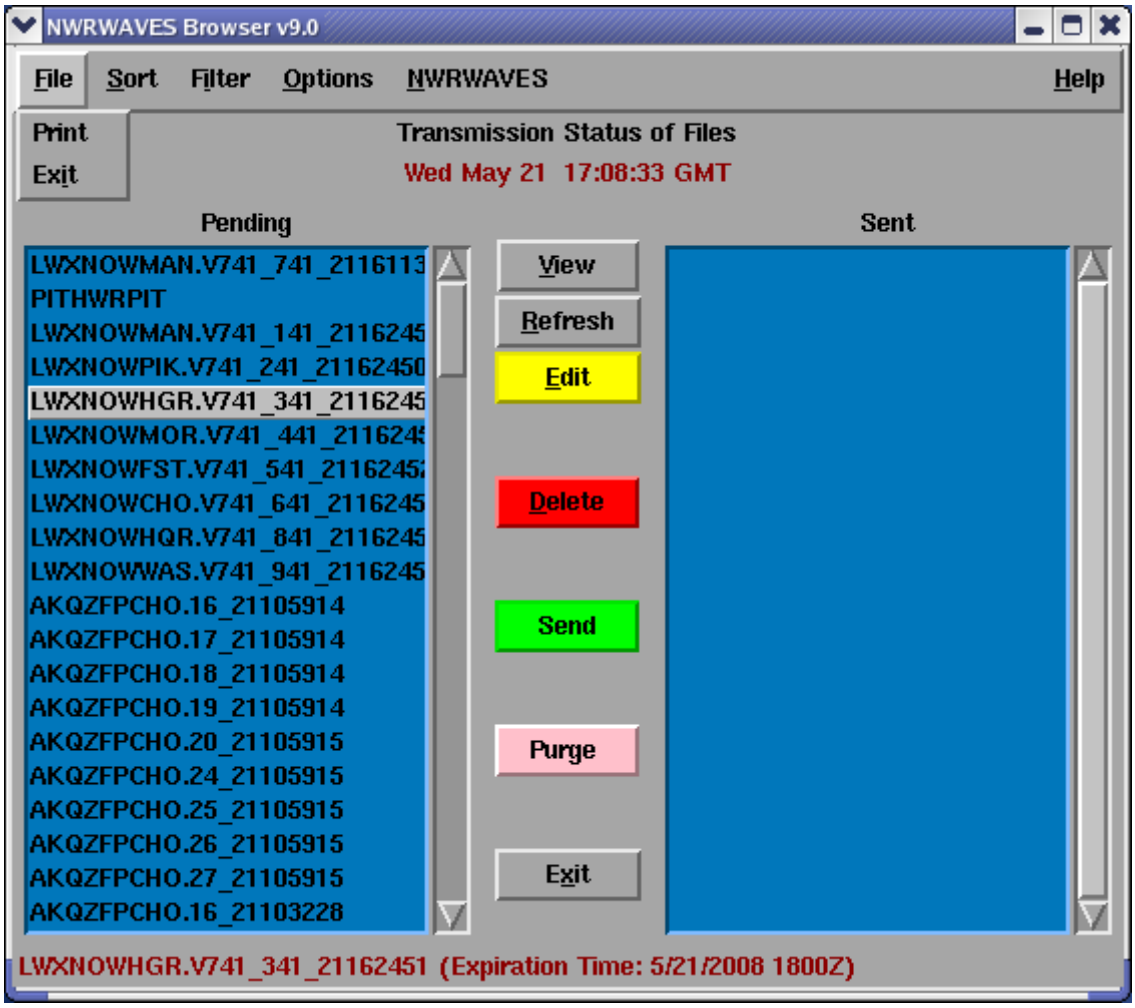

Figure 9 – NWRWAVES Browser (front-end application to NWRWAVES)
a. Print – Print highlighted items from Pending/Sent lists (see Figure 9)